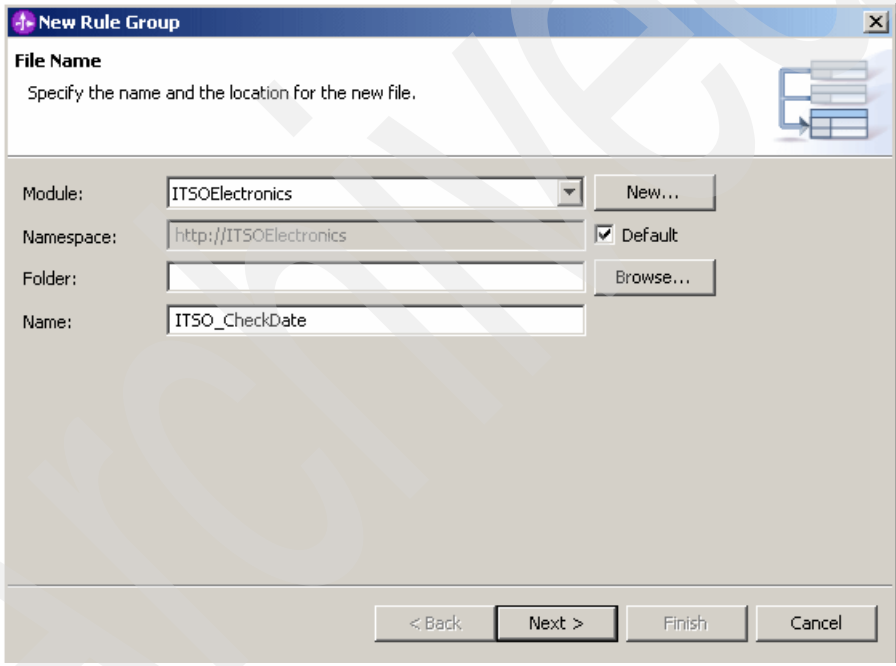

Figure 10-47 New Rule Group wizard: File Name panel
2. In the New Rule Group wizard (Figure 10-47) that opens, in the Name field, type `ITSO_CheckDate`. Click **Next**.